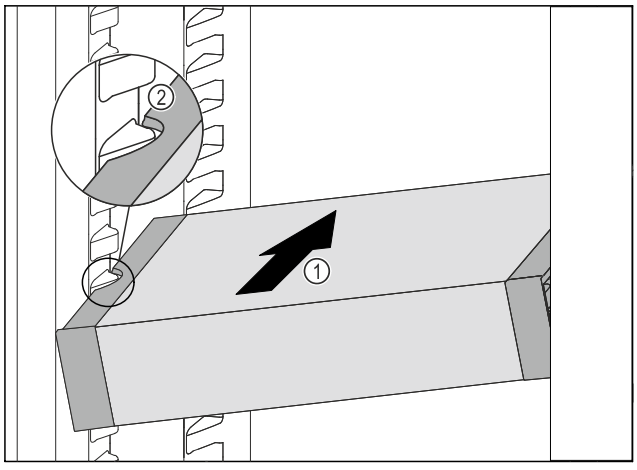

Fig. 110
▶ Introduzca el VarioSafe en posición oblicua en el compartimiento del frigorífico *Fig. 110 (1)* hasta que los huecos laterales *Fig. 110 (2)* del VarioSafe se encuentren a la altura de la nervadura del recipiente en el compartimento frigorífico.